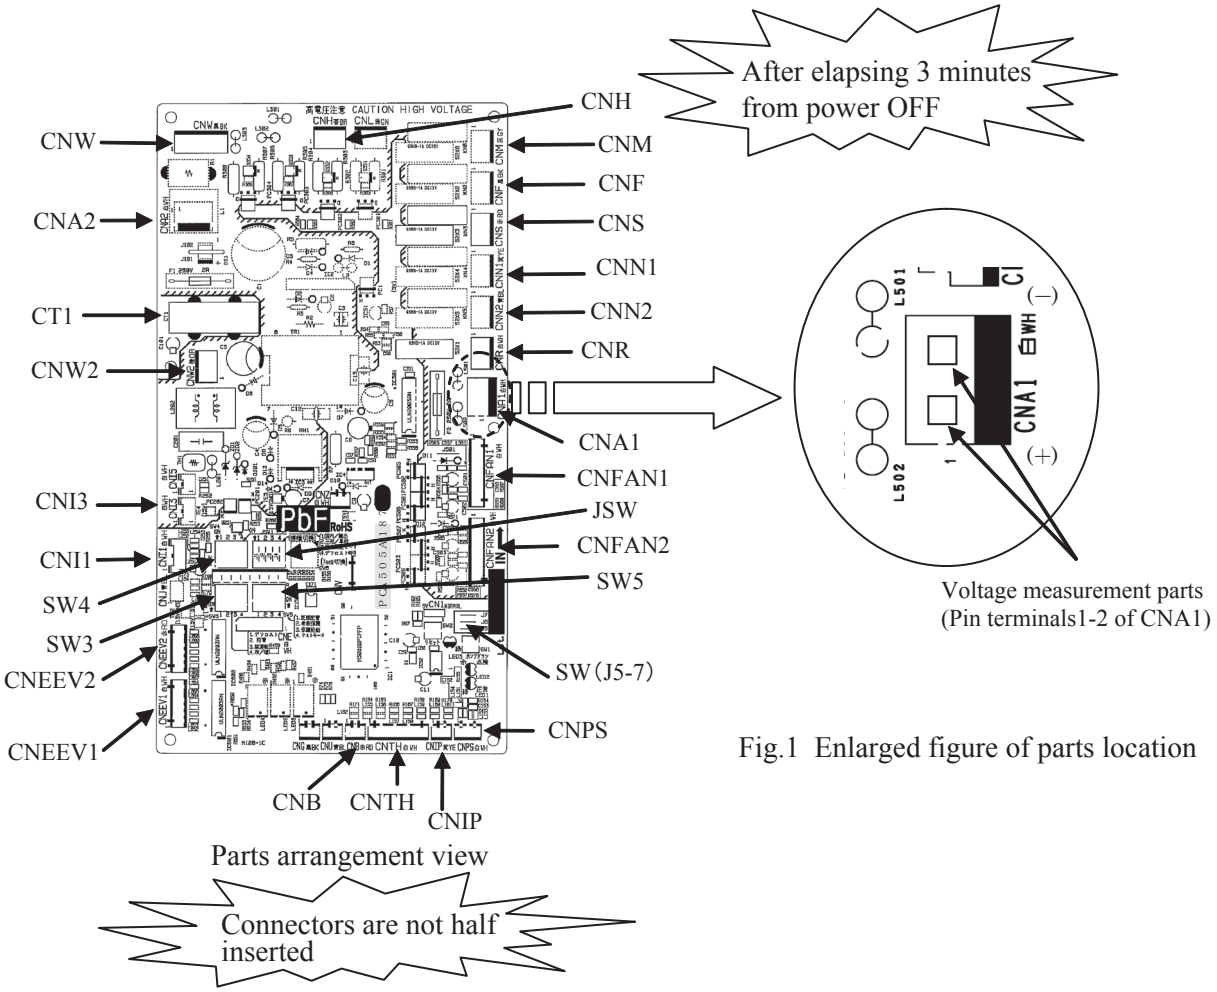

Fig.1 Enlarged figure of parts location
6) Connect the connectors with the control PCB referring to the parts arrangement of Fig.1.